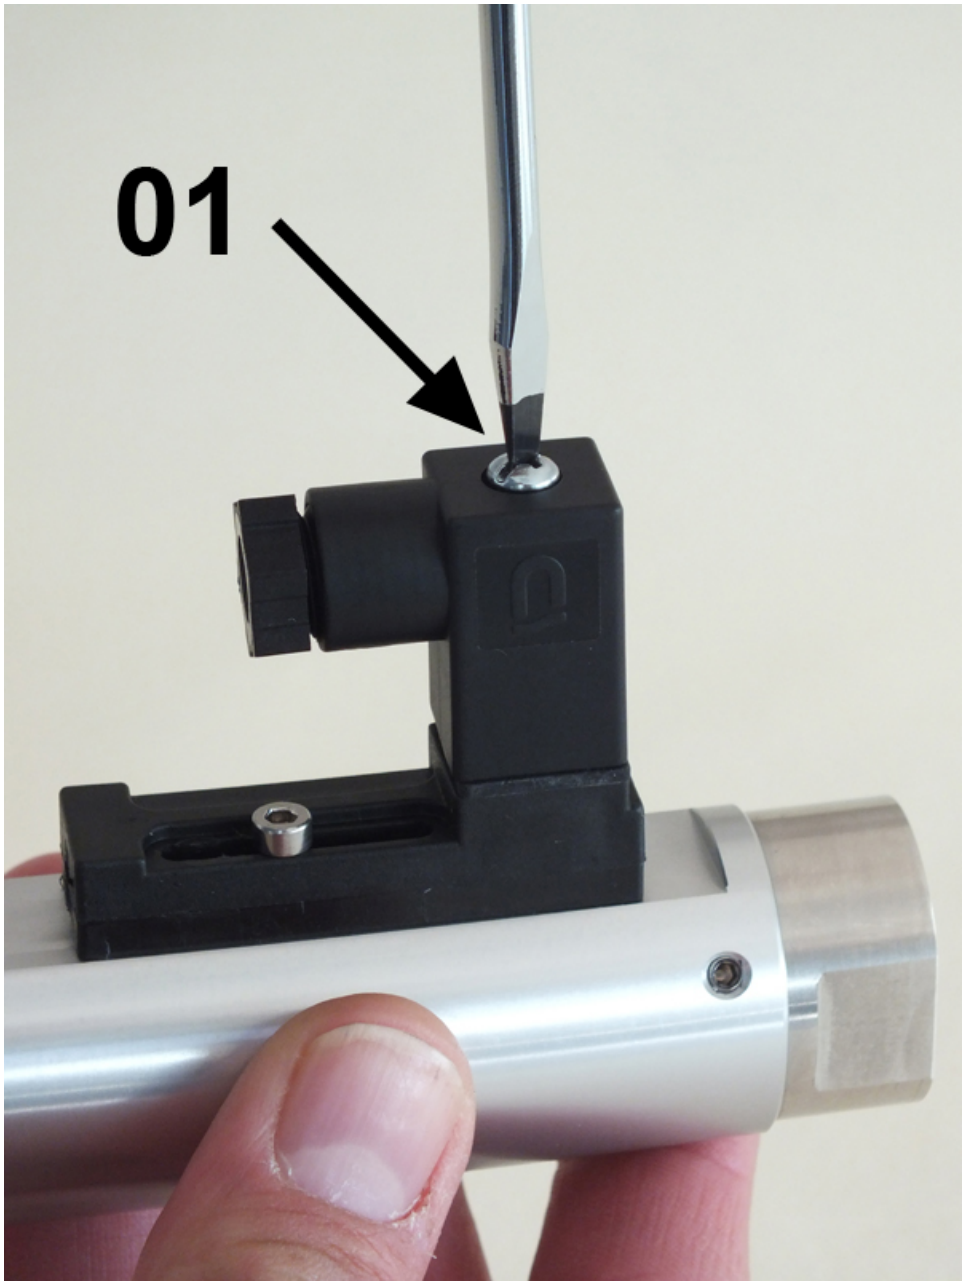

Abb. 53: Steckerdose lösen
1. Mit einem Schlitzschraubendreher die Befestigungsschraube (*Abb. 53*/01) der Steckerdose lösen